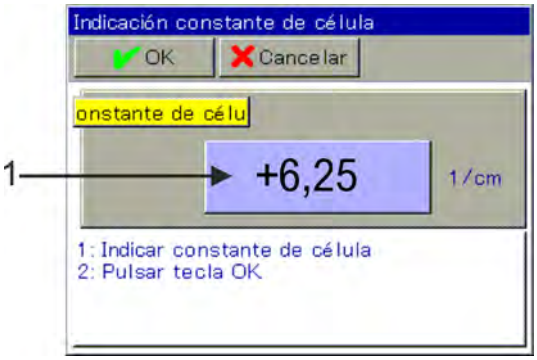

Fig. 75: Para la entrada de datos, tocar el botón de selección (pos. 1)
6. Introduzca la constante celular del sensor (6,9) y confirme con «OK». (Véase Fig. 75 .)